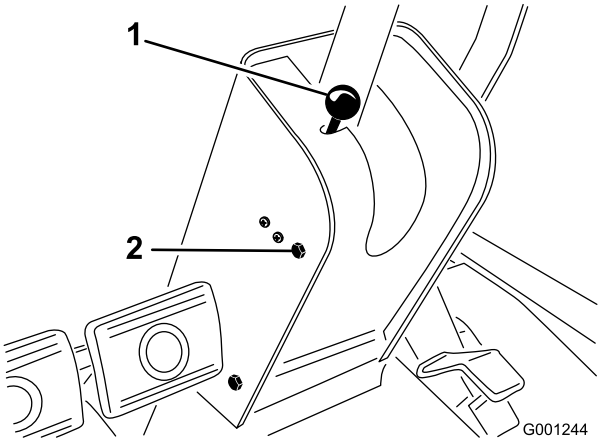

Figuur 69
1. Verwijder de knop van de parkeerremstang en de schroeven van de kap van de stuurkolom (Figuur 69).